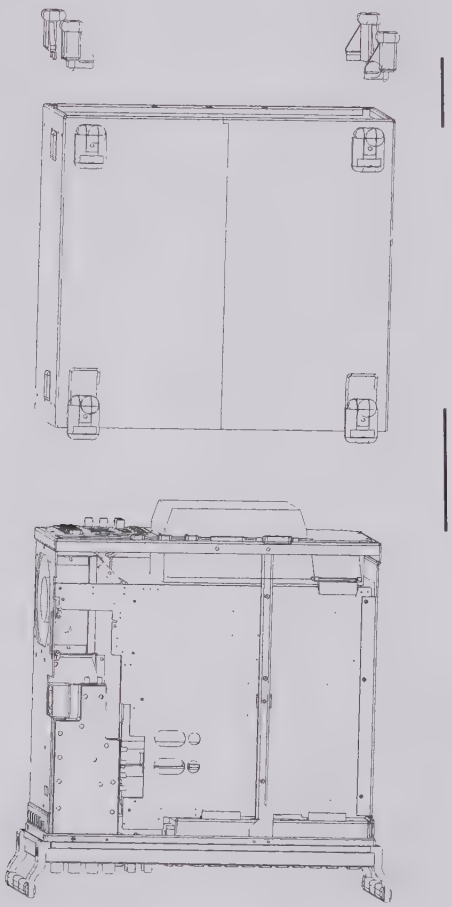

**Fig. 1**
1.3 Place unit on handles at the front, push casing upwards and remove (Fig. 1).
➢ Fit casing and cabinet feet in the reverse order given under 1.2 / 1.3 (Fig. 1).